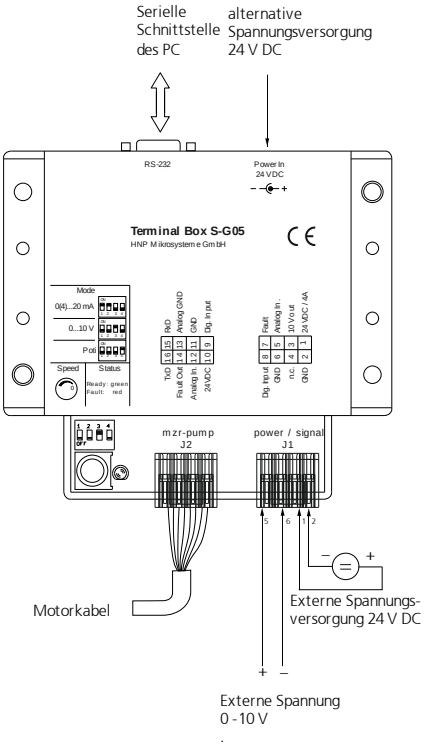

Bild 15 Betrieb über die externe Spannung 0-10 V
4. Schließen Sie externe Spannung 0-10 V an die Anschlussbuchse J1 Klemme »AnalogIn« und »GND« an das S-G05 an. (siehe Bild 15)